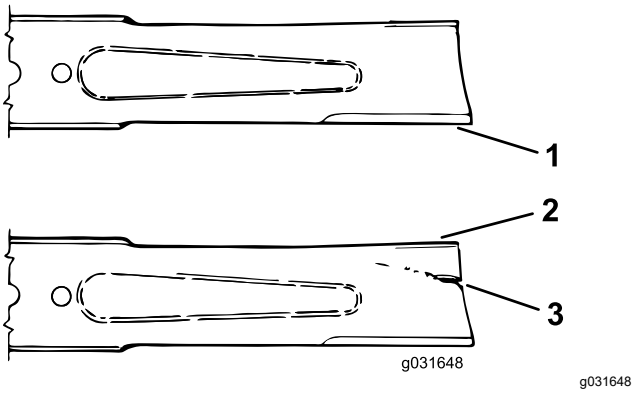

Figura 74
3. Verificate accuratamente i taglienti, con particolare attenzione ai punti d'incontro delle sezioni piatta e curva della lama (Figura 74).